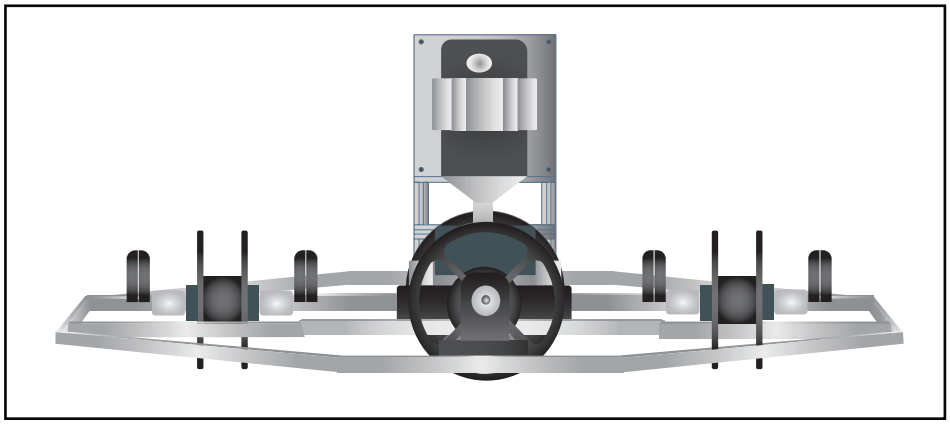

Fig: 11 Pully wheel(Front View)
- The frame should be connect as per the labeling and with proper dimension which is shown in Fig: 11.